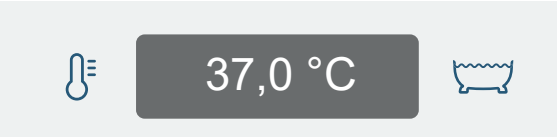

Abbildung 46
9. Prüfen Sie die Wassertemperatur des Duschwassers auf der Temperaturanzeige. Abbildung 46.